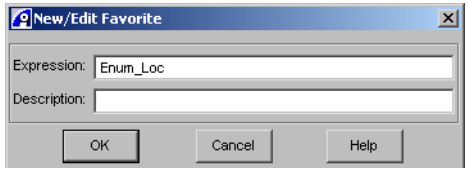

Figure 6-18 Adding a new favorite
3. Click **Add to List** to add the specified expression to your Favorites List. This displays the New/Edit Favorite dialog box shown in Figure 6-18 on page 6-47.